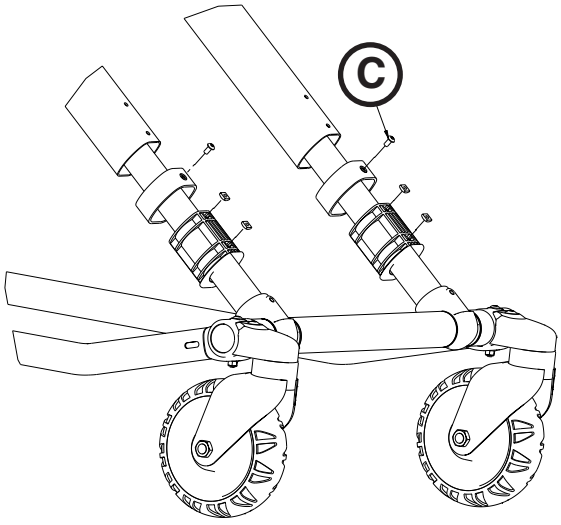

Figur 80
3. Brug en T25 Torx-skruetrækker til at fjerne de to rundhovedskruer (C), som fastgør rørlejet (Figur 80).
2. Brug en T25 Torx-skruetrækker til at fjerne de to rundhovedskruer, som fastgør rørlejet (se Figur 80 på side 9-72).